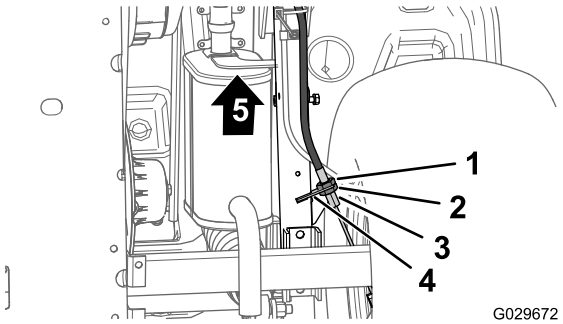

Figur 71
3. I bunden af maskinen; løsn den bageste kontramøtrik til den gevindskårne justeringsskrue på parkeringsbremsens kabel med fire omgange (Figur 71).
4. Stram den fremadgående kontramøtrik (Figur 71).
A. Løsn den fremadgående kontramøtrik (Figur 71) for den genvindskårne justeringsskrue på parkeringsbremsens kabel med en omgang.
B. Stram den bageste kontramøtrik (Figur 71).
A. Løsn den bageste kontramøtrik (Figur 71) for den genvindskårne justeringsskrue på parkeringsbremsens kabel med en omgang.
B. Stram den fremadgående kontramøtrik (Figur 71).